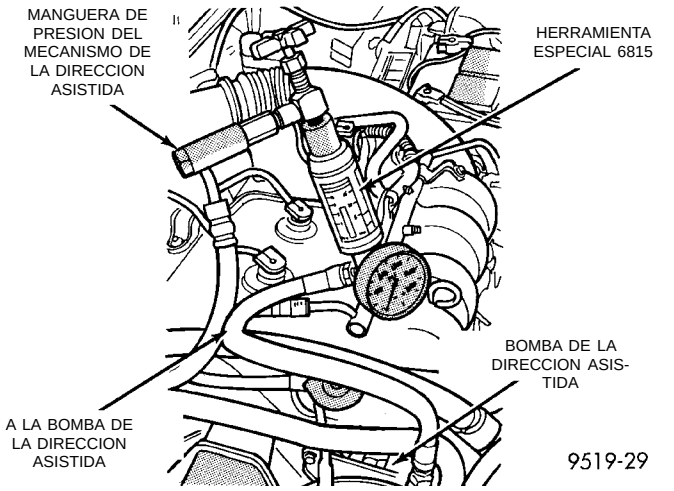

Fig. 3 Aparato de prueba de presión/flujo de la bomba de la dirección asistida conectada a la bomba de la dirección asistida
(1) Verifique la tensión de la correa de transmisión de la bomba de la dirección asistida y ajústela según sea necesario.
(2) Desconecte la manguera de presión de líquido de la bomba de la dirección asistida. Utilice un recipiente para drenar el líquido.
(3) Conecte el Indicador de presión del equipo de la Herramienta especial 6815 (Fig. 3) a ambas mangueras mediante la conexión de los adaptadores. Conecte la manguera adicional a la conexión tipo Banjo de la manguera de presión de la bomba de la dirección asistida.
(4) Abra por completo la válvula de la Herramienta especial 6815 (Fig. 3).
(5) Ponga en marcha el motor y déjelo funcionar al ralentí lo suficiente como para que el líquido de dirección asistida circule a través del aparato de prueba de flujo/presión y extraiga el aire del líquido. Después apague el motor.